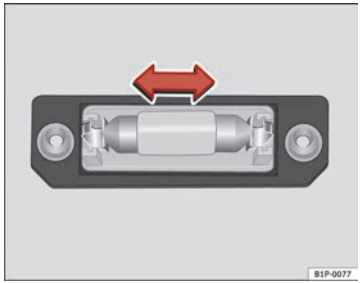

Fig. 201 Number plate light
– Remove the bulb, moving it in the direction of the arrow and outwards ⇒ Fig. 201.